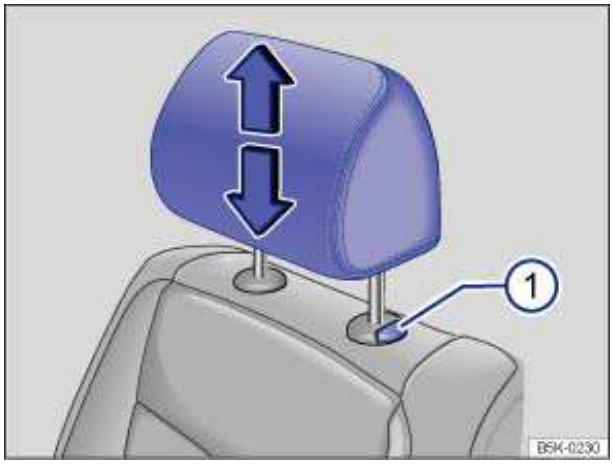

Fig. 39 Adjusting the head restraints.
- Push the head restraint up in the direction of the arrow or down when the button ⇒ fig. 39 (1) is pressed ⇒ ⚠.